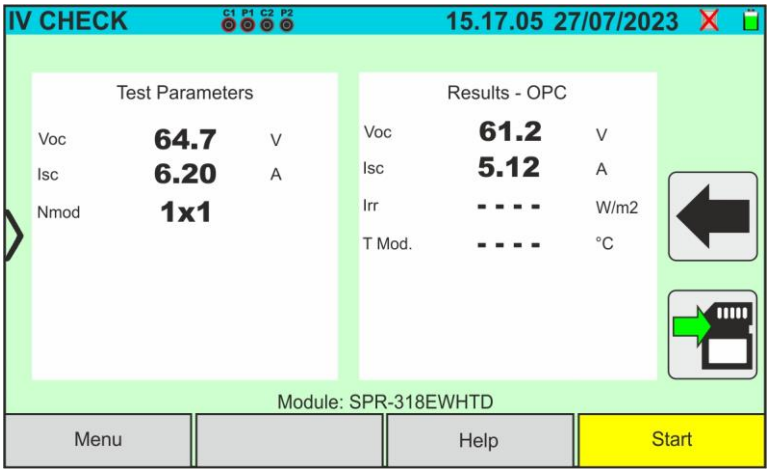

Fig. 61: IVCK test result @OPC with synchronous recording
14. Press the **START/STOP** key (or **Start** on the display) to activate the tests. If there are no error conditions, the instrument will show the icon " on the display for a few moments together with the message "**Measuring**..." The test can take **up to approximately 20 seconds,** depending on the open circuit voltage and module parameters. At the end of the test, the instrument will **only** display the values **measured at OPC without the references of the irradiance and temperature values of the module** (see Fig. 61) and it is necessary to wait for the end of the test session and the **subsequent synchronisation** with the SOLAR03 remote unit to obtain the final result (values @ STC) of the tests performed, as shown here below: